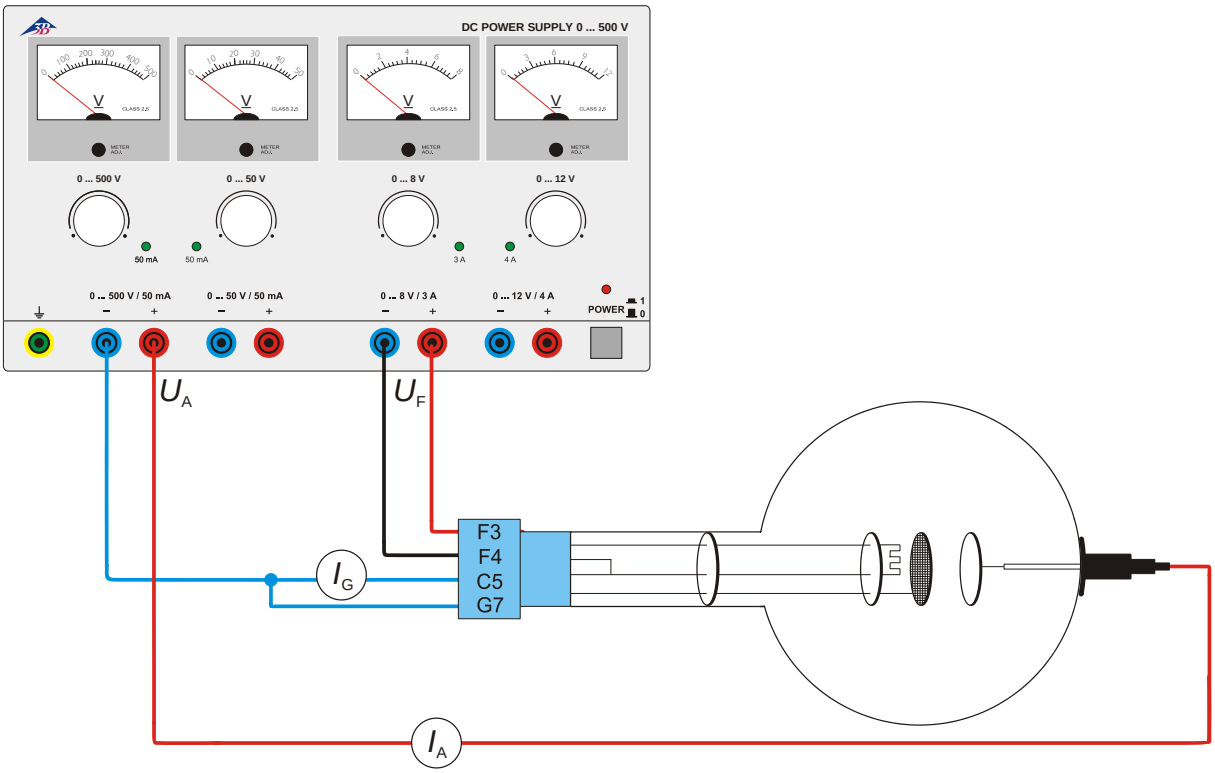

Fig. 1 Nachweis der positiven Ladungsträger
- Schaltung gemäß Fig. 1 herstellen.